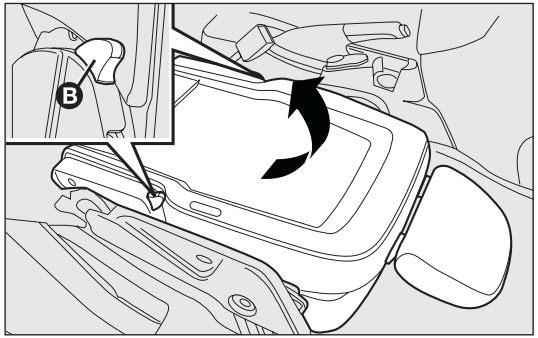

fig. 26 F0V0146m
- ❒ pull on levers B-fig. 26 and lift the seat up further.